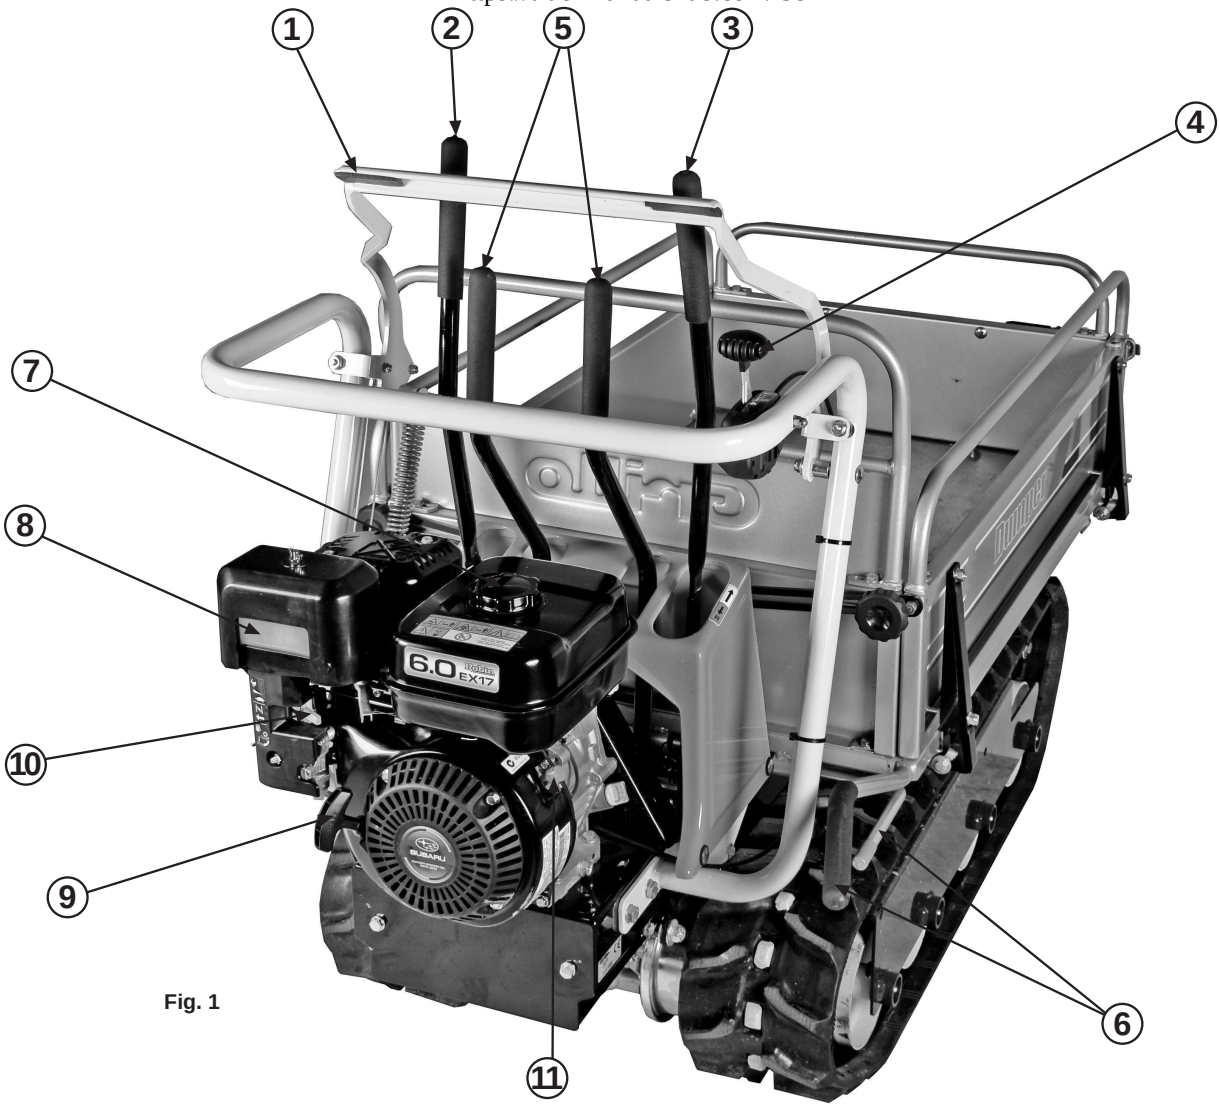

Fig. 1
– Controle el funcionamiento de las palancas de cambio y de bloqueo y asegúrese que el vagón de carga eté bien enganchado (fig. 1 n° 6).
Lleve la manija aceleradora (Fig. 1 n° 4) hasta mitad de recorrido y cierre el arrancador (Fig. 1 pos. 10).
Encienda el motor tirando fuerte la correa del arranque reversible (Fig. 1 n° 9).
Encendido el motor, abra nuevamente el arrancador (Fig. 1 n° 10) y lleve lentamente la manija aceleradora casi al “mínimo”.
Seleccione la marcha deseada actuando sobre la palanca (2) fig.1.
Si la marcha no engrana inmediatamente es suficiente dar unos pequeños golpes embrague (1) fig.1.
Acelere el motor mediante la manija aceleradora (4) fig. 1 y tire la palanca de embrague (A) fig.7: la máquina cominenza a moverse.
Lleve la manija aceleradora al mínimo (4) fig. 1. Para parar el motor, empuje el interruptor paro motor (Fig. 1, rif. 11).
Si debe parar la máquina e subidas o bajadas rípidas, suelte la palanca (1) fig. 1: el transportador se bloquea automáticamente (B, fig.7). Si bien el transportador está dotado de cramallera de goma, es importante prestarle atención a las condiciones ambientales difíciles (hielo, nieve, lluvias fuertes), y a los terrenos que por costitución podrían hacerle perder estabilidad a la máquina.